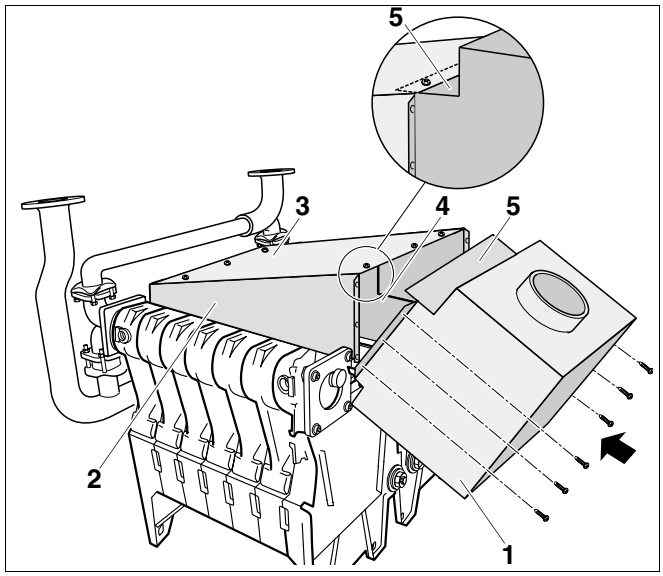

Afb. 43 Trekonderbreker monteren
Denk eraan, dat de rookgasklep (toebehoren op bestelling) ingebouwd moet worden in de trekonderbreker vóór die gemonteerd wordt (afb. 43, **pos. 1**), zie afzonderlijk montagevoorschrift.
- De trekonderbreker (afb. 43, **pos. 1**) wordt met de zes korte schroeven met vlakke kop 3,9 x 9,5 aan de zijwanden (afb. 43, **pos. 2**) van de rookgasverzamelaar geschroefd.
Bij de montage van de trekonderbreker (afb. 43, **pos. 1**) moet u erop letten, dat de bovenplaat (afb. 43, **pos. 5**) van de trekonderbreker (afb. 43, **pos. 1**) zich tussen de afscheidingswand (afb. 43, **pos. 4**) en de zijwanden (afb. 43, **pos. 2**) of het reinigingsdeksel (afb. 43, **pos. 3**) bevindt.
- Draai alle losse schroeven van het reinigingsdeksel (afb. 43, **pos. 3**) goed vast.
- Let erop, dat de dichting aan het reinigingsdeksel (afb. 43, **pos. 3**) niet beschadigd wordt.
Ingeval van moeilijkheden met de montage van de trekonderbreker (afb. 43, **pos. 1**), kan u de schroeven van het reinigingsdeksel (afb. 43, **pos. 3**) of van de zijwanden (afb. 43, **pos. 2**) wat losdraaien. Nadat de trekonderbreker correct werd aangebracht, moeten alle overige schroeven goed aangedraaid worden.